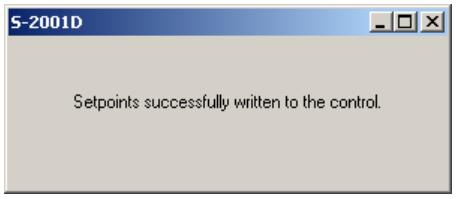

Figure 5-4 Setpoints Successfully Written To The Control Dialog Screen
4. Select **OK**. TapTalk will display a "Setpoints Successfully Written to the Control" confirmation screen (Figure 5-4).
4. Select **OK**. TapTalk will display a "Setpoints Successfully Written to Control" confirmation screen (Figure 5-4).